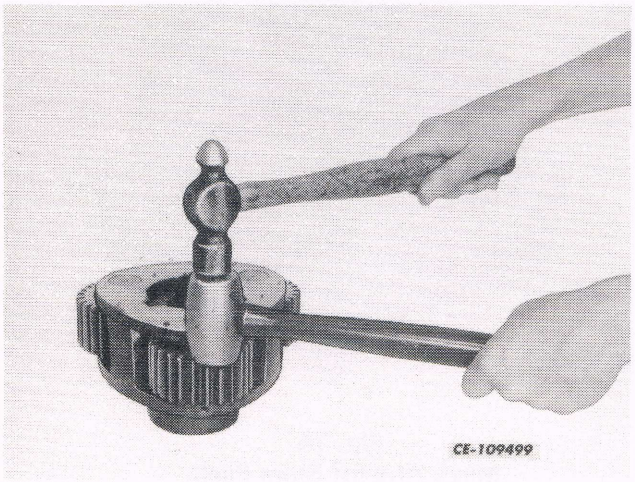

Fig. 10
5. Be sure the planet gears rotate freely. It may be necessary to tap the gears from the bottom to equalize proper preload on the bearings. Refer to Fig. 10.